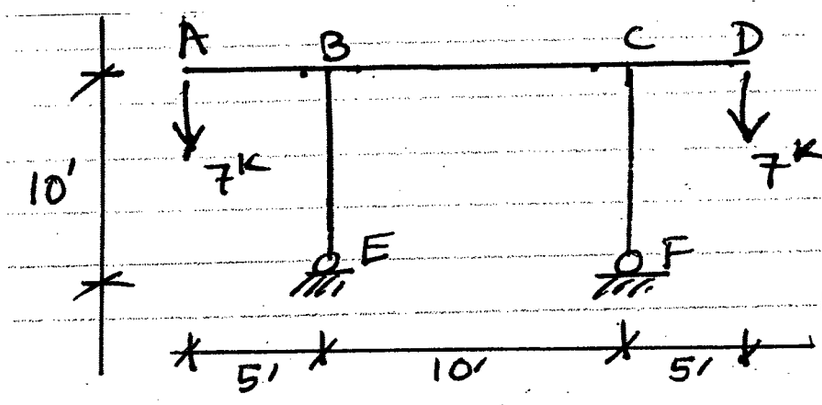

Figure 5
4. (a) Analyse the portal frame shown in Figure 5 and find the end moments. Use slope deflection method. **($16\frac{2}{3}$)**